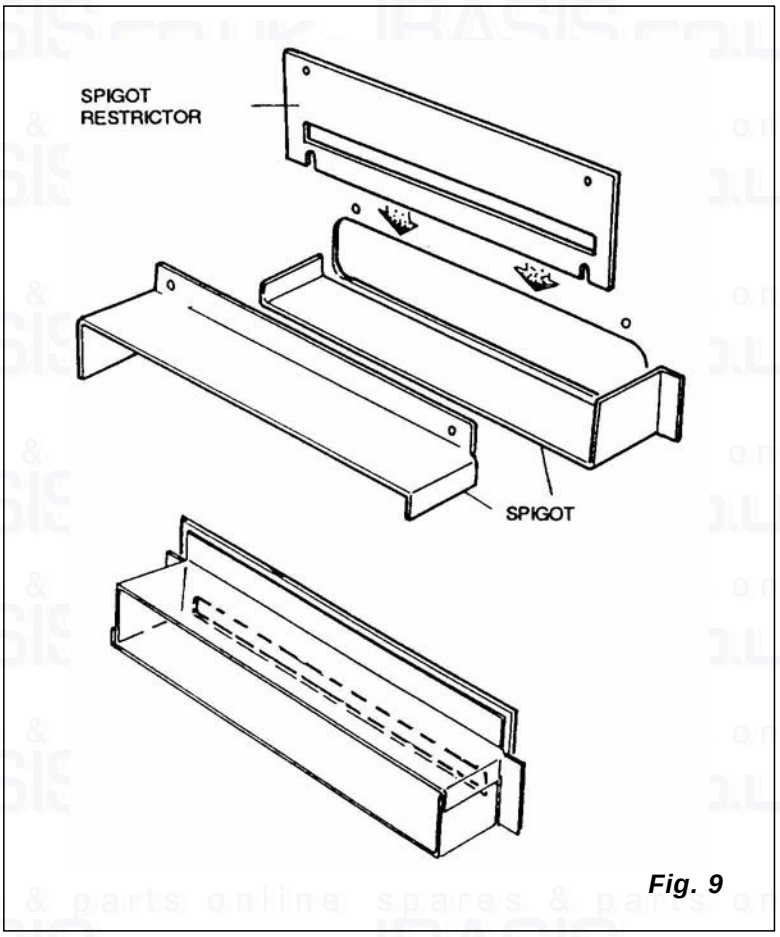

Fig. 9
3.5 FLUE SPIGOT RESTRICTOR (Fig. 9)
(a) Standard 228mm x 228mm (9in x 9in) Brick Chimney. The flue spigot restrictor must not be used if the chimney height is less than 4.3m (14ft) or if poor draught is suspected. If over 4.3m (14ft) in height with good draught, the flue spigot restrictor (Fig. 9) must be fitted.
3.6 FIT FLUE SPIGOT (Fig. 9)